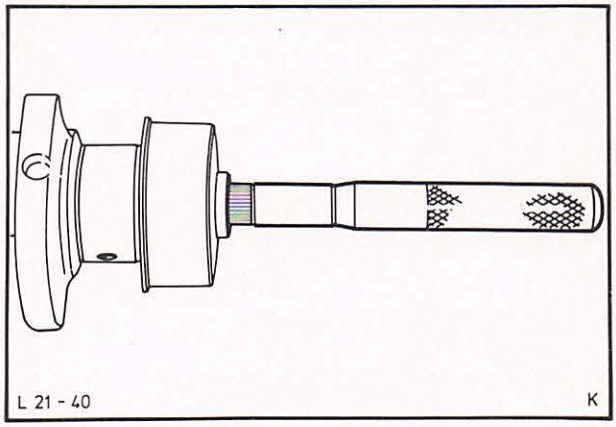

Abb. 55 Nadellager – Kurbelwelle mit Spezialwerkzeug 21-044 einpressen
30. Neues Nadellager – Kurbelwelle mit Spezialwerkzeug 21-044 in die Kurbelwelle einpressen, Abb. 55.